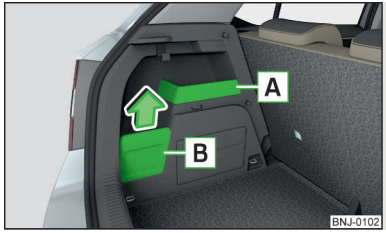

Fig. 92
- La pieza de equipaje colgada en el gancho, si es posible, colocarla en el compartimiento guardaobjetos B » fig. 92 *de la pág. 82*, de lo contrario existe peligro de daño de la tapa del compartimiento guardaobjetos.
- Si se coloca en el gancho una pieza de equipaje con un peso de más de 2,5 kg, entonces recomendamos retirar la tapa del compartimiento guardaobjetos B » fig. 92 *de la pág. 82* - de lo contrario existe el peligro de daño de la tapa del compartimiento guardaobjetos.
El compartimento guardaobjetos instalado fijamente A » fig. 92 sirve para guardar objetos pequeños de hasta 1,5 kg de peso total.